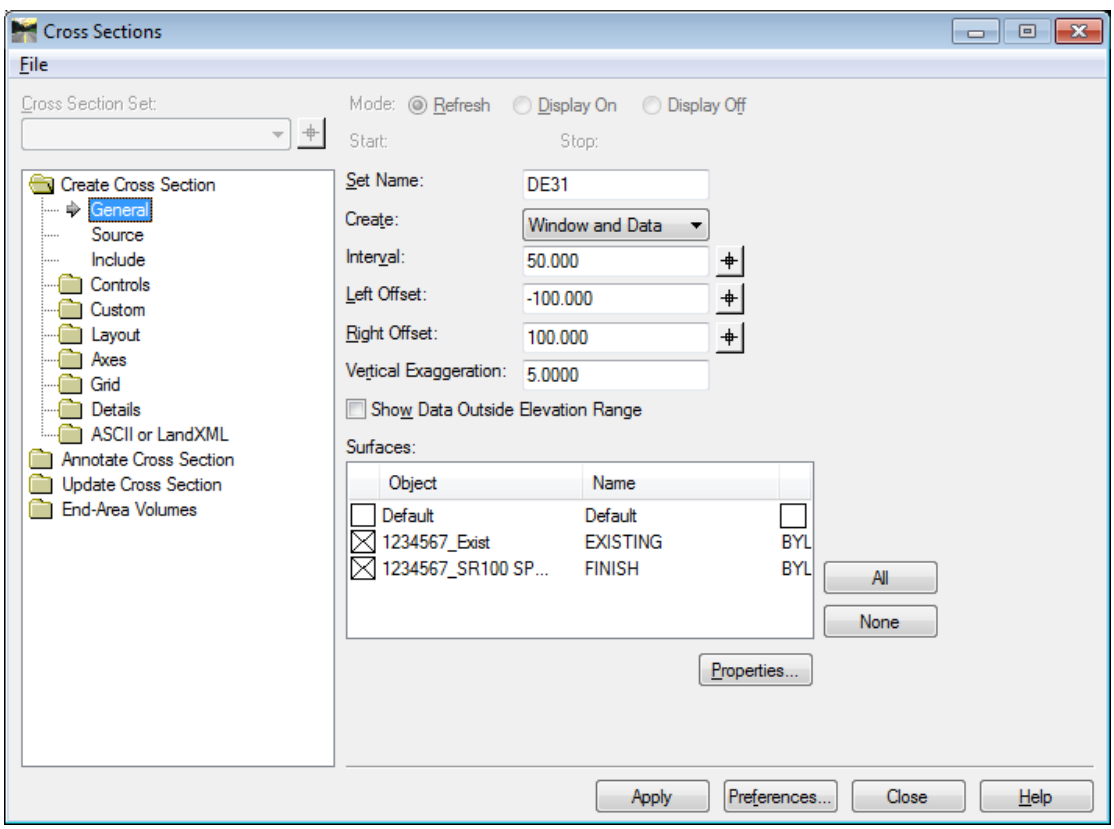

Figure L14-10 Create Cross Section
- In InRoads, select **Evaluation ► Cross Section ► Cross Sections**. The **Cross Sections** dialog opens as shown in *Figure L14-10*.